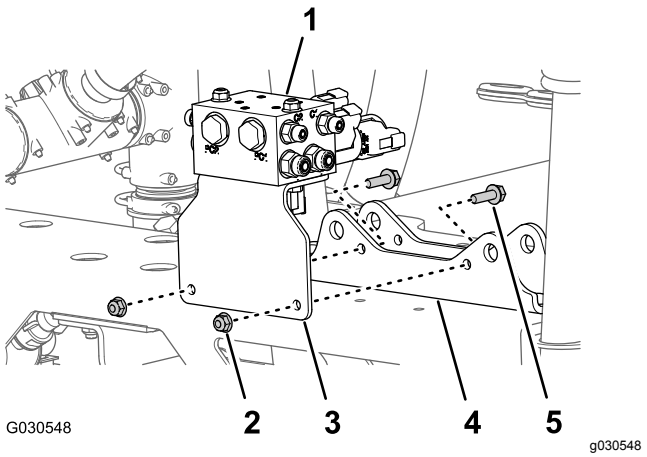

Figur 76
3. Afmonter de 2 flangelåsemøtrikker (5/16 tomme) og 2 flangehovedbolte (5/16 x 1 tomme), der fastgør støttebeslaget for bomløftemanifolden til cylinderbeslaget, og fjern manifolden og beslaget fra maskinen (Figur 76).